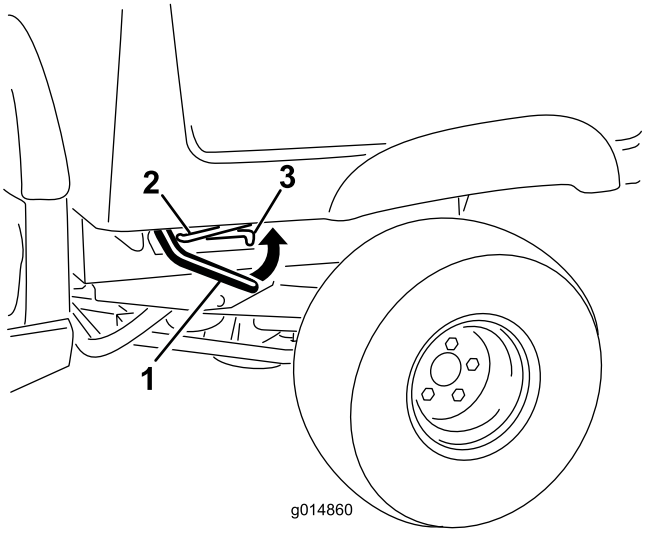

Figura 11
1. Alzate le leve ai lati del cassone e sollevatelo (Figura 11).
1. Sollevate il cassone alzando leggermente la leva del dispositivo di fermo (Figura 11).
3. Abbassate il carico in modo da bloccarlo in sicurezza (Figura 11).